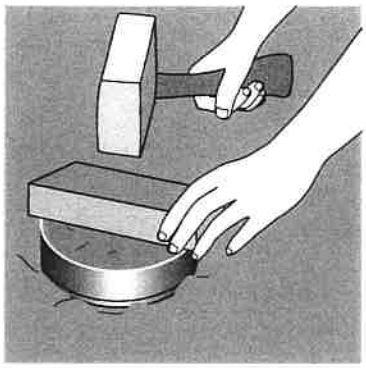

Figure 1
- Using the hand sledge and block of wood, drive the 6 inch diameter ring, beveled edge down, to a depth of three inches (see Figure 1).